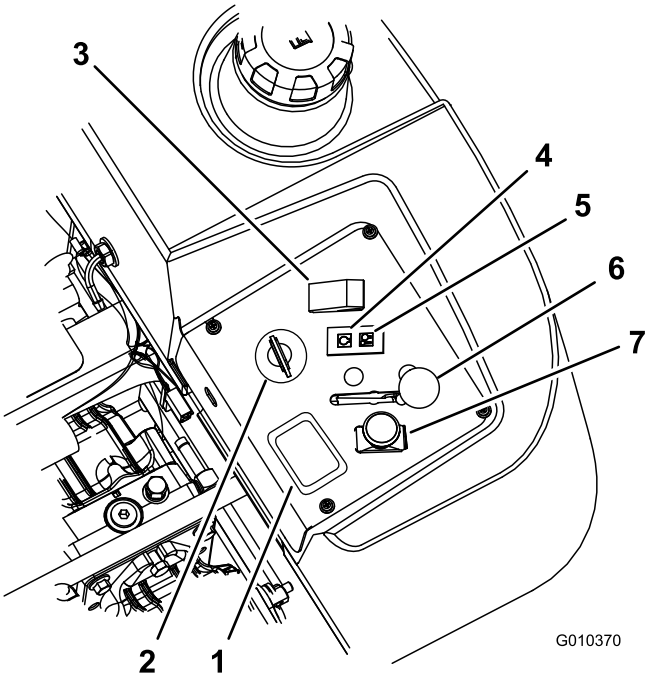

**Figur 13**
4. Flytta kraftuttagsreglaget till det urkopplade läget (Figur 13).